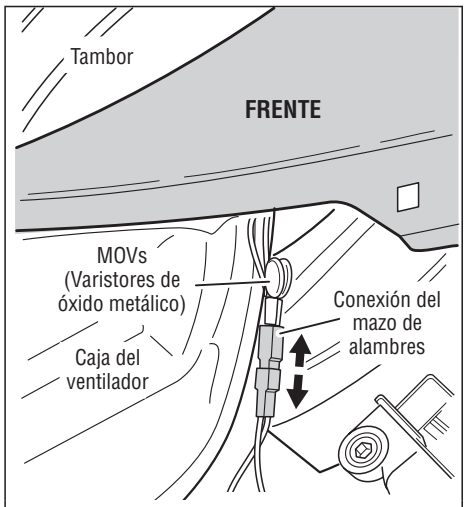

Figura 11 *Desconecte el sensor del mazo de alambres.*
4. Logre acceso a los alambres del sensor de humedad retirando el panel de pie. Vea Remoción del panel de pie, en la página 6. Desconecte los alambres del sensor del mazo de alambres. Vea la figura 11.
6. Logre acceso al sensor de humedad retirando el panel de pie. Desconecte los alambres del sensor del mazo de alambres. Vea la figura 11.